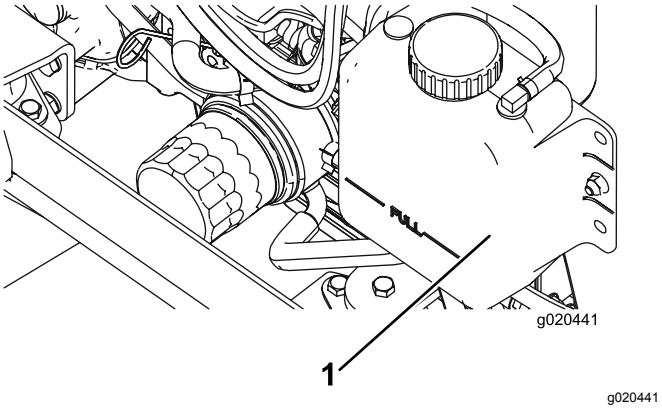

**Figur 73**
1. Ta radiatorlokket og lokket på ekspansjonstanken forsiktig av (Figur 73).